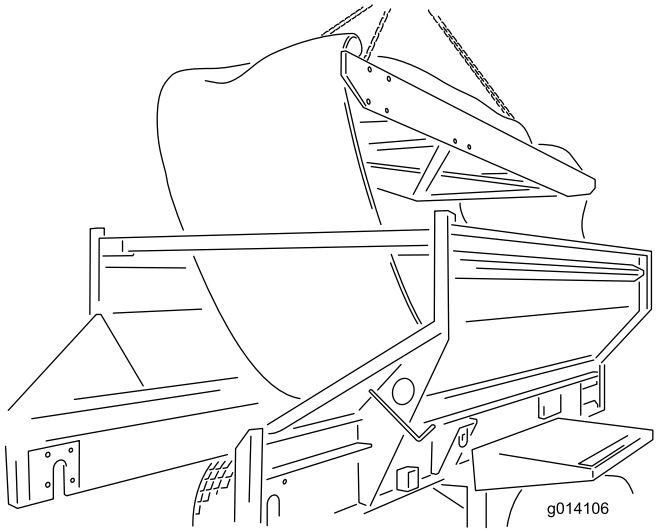

Figuur 49
24. Verwijder het element door dit omhoog te brengen vanaf de bovenkant van de machine. Plaats het element op de grond (Figuur 49).